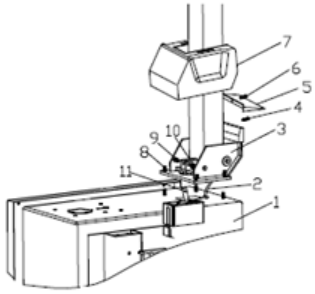

Afb. 3
2. Plaats de kantelschroef (3, Afb. 3) op de carrosserie (1, Afb. 3) met 4 bouten (M12), duw de luchtslang (2, Afb. 3) door het gat van de kolom. Draai de 4 zelfborgende moeren (8, figuur 3) vast
3. Plaats de schroef (9, afb. 3) in de gaten van zowel de kolom als de kantelcilinderas (11, afb. 3) en draai deze vast met de zelfborgende moer (10, afb. 3).
4. Draai de twee bouten op het linkerdeksel los en verwijder het deksel. Sluit de eerder genoemde luchtslang (2, afb. 3) aan op de gaten aan de zijkant die de kantelbare 5-wegklep bedienen. Bevestig het linkerdeksel.
5. Bevestig de kunststof afdekking (7, afb. 3) met twee bouten (4, afb. 3).
6. Bevestig de kunststof achterafdekking (5, afb. 3) op de kolom met schroef (6, afb. 3).